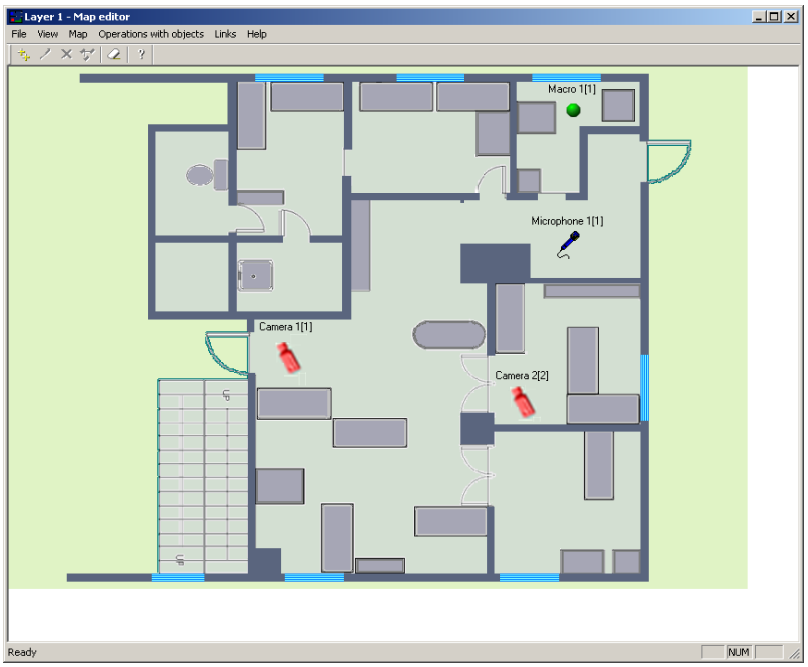

Figure 8.20-11. Map reader
1. Activate dialog window «New object» of Map editor utility with one of the three possible ways (Figure 8.20-11):